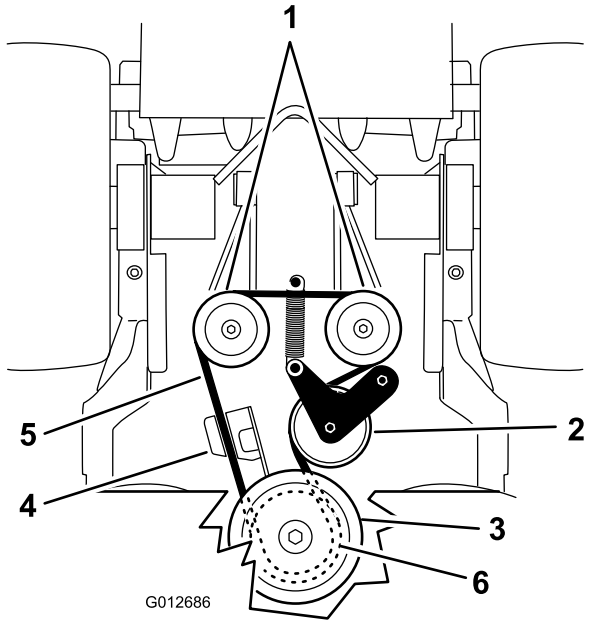

Bild 66
5. Haken Sie die Spannscheibenfeder vom Rahmen aus (Bild 66).
7. Haken Sie die Spannscheibenfeder im Rahmen ein (Bild 66).